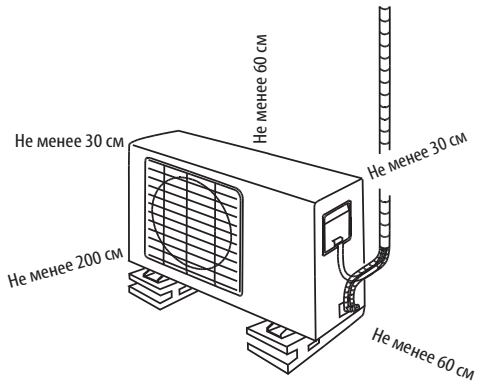

Рис. 10
- Обеспечьте свободное пространство для монтажа и обслуживания кондиционера (см. схему расположения элементов рис.10)